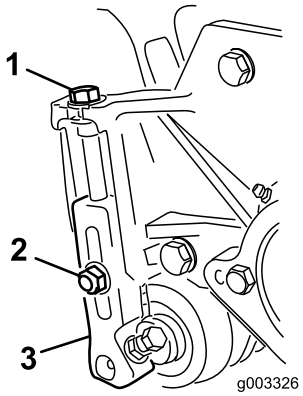

**Figuur 16**
1. Draai de borgmoeren los waarmee de maaihoogtebeugels zijn bevestigd aan de zijplaten van het maaidek (Figuur 16).